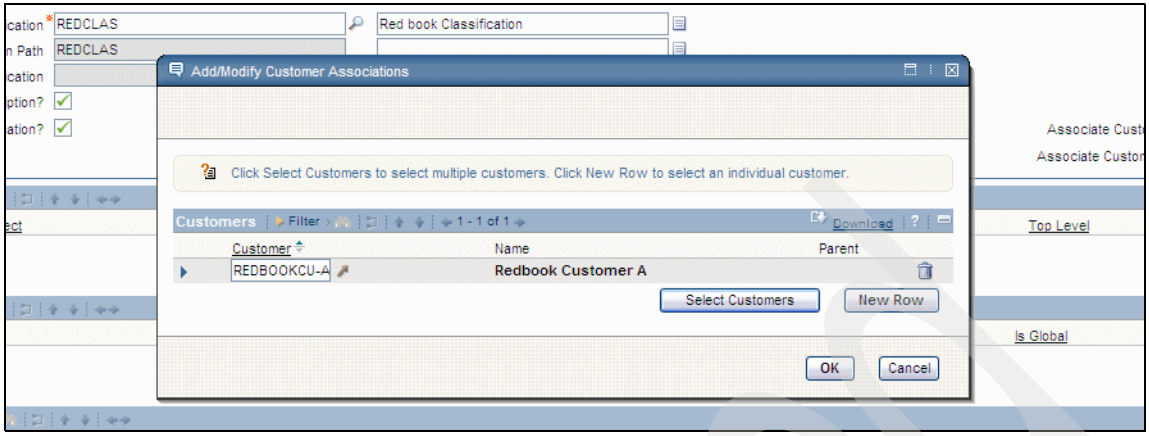

Figure 3-35 Show/Manage Customers
3. Click **Show/Manage Customers**, as shown in Figure 3-35 on page 52.